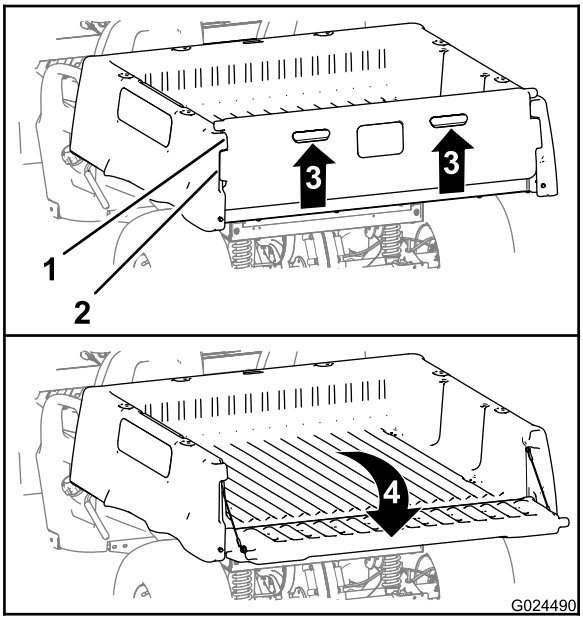

**Figura 14**
2. Tire hacia arriba del portón usando los tiradores del panel trasero (Figura 14).
3. Alinee las pestañas de bloqueo del portón trasero con los huecos situados entre las pestañas de la plataforma de carga (Figura 14).
4. Gire el portón trasero hacia atrás y hacia abajo (Figura 14).
6. Gire el portón hacia arriba y hacia adelante hasta que las pestañas de bloqueo del portón trasero estén enrasadas con el hueco de la plataforma de carga (Figura 14).
7. Baje el portón hasta que quede asentado en la parte trasera de la plataforma de carga (Figura 14).